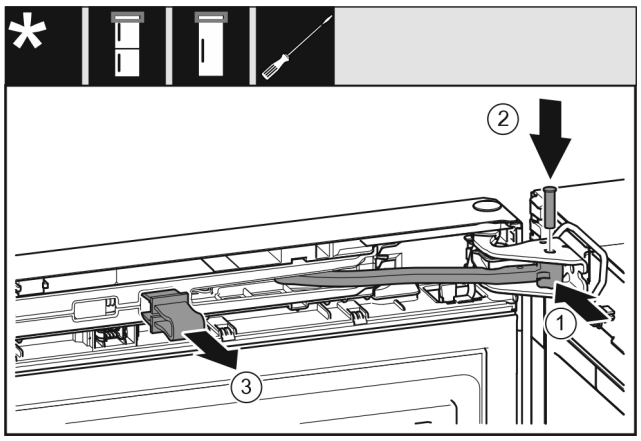

Fig. 23
▶ Otočte kloub *Fig. 23 (1)* ve stojanu ložiska.
▶ Vložte čep *Fig. 23 (2)* do stojanu ložiska a kloubu. Přitom dávejte pozor, aby byla zajišťovací vačka správně usazena v drážce.
▶ Pojistku *Fig. 23 (3)* vytáhněte.